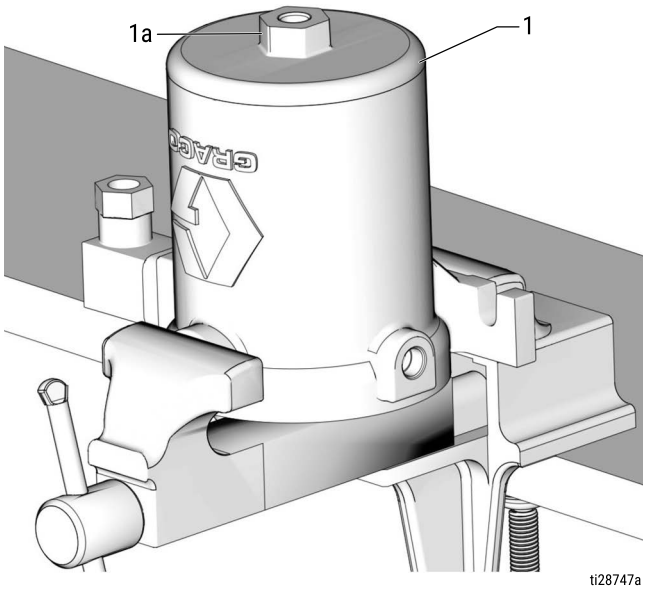
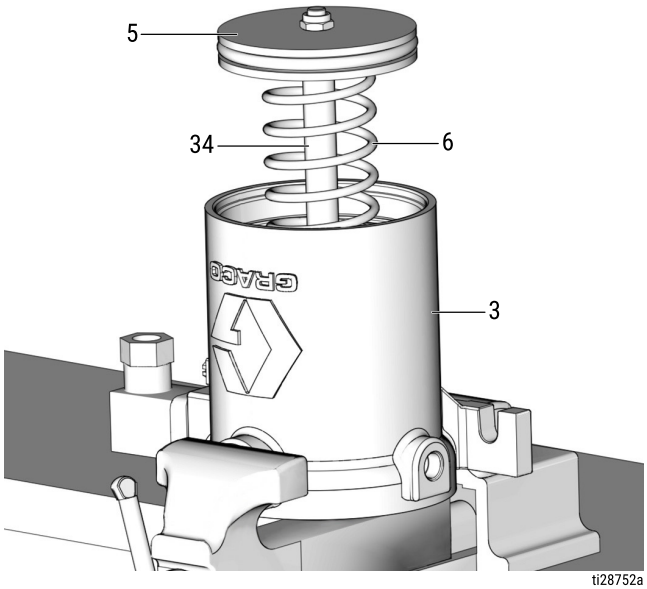

FIG. 19
FIG. 20
17. Examine the piston assembly (33) for scratches and other wear and damage. If damaged, replace the pump piston assembly (33).
18. Reposition the air motor cylinder in vise to access the bottom of the air motor cylinder (FIG. 19).
19. Secure a wrench on the cover nut (1a). Turn it counter-clockwise to loosen and remove the cover (1) from bottom of the air motor cylinder. (FIG. 20).
NOTE: There is a spring (6) (FIG. 20) inside the air motor cylinder (3) under the piston (5). Push on the top of the cover (1) for resistance and to hold it down while loosening the cover screws (1A) (see FIG. 19).
21. Remove the piston rod (34), the piston (5), and the spring (6) from the air motor cylinder (3) (see FIG. 20, page 17).